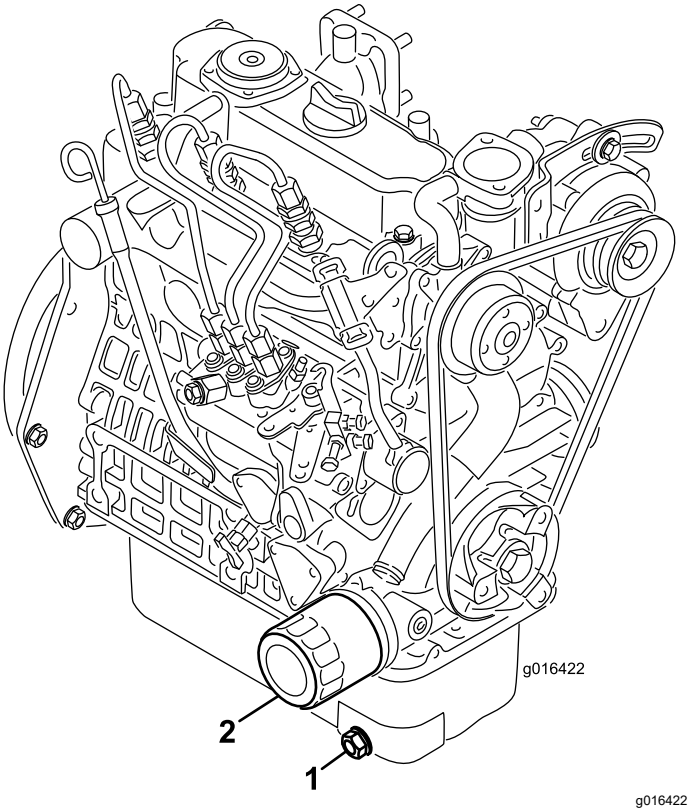

Rysunek 33
1. Odkręć korek spustowy (Rysunek 33) i poczekaj, aż olej ścieknie do naczynia do spuszczania oleju. Zakręć korek, gdy olej przestanie wyciekać.